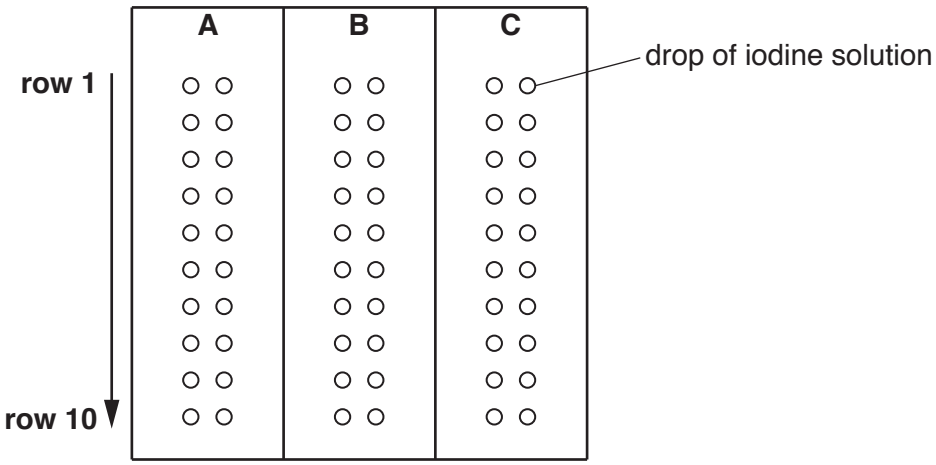

Fig. 1.1
Step 6 A white tile was divided into three sections and labelled **A**, **B** and **C** as shown in Fig. 1.1.
Step 7 Iodine solution was dropped onto the tile to form two rows of 10 drops approximately the same distance apart, in each of the sections **A**, **B** and **C** as shown in Fig. 1.1.